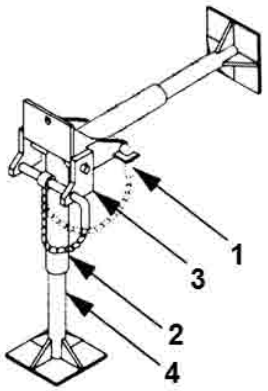

Figure 1. Rear Leveling-Support Jack.
5. Pull out pin (Figure 1, Item 1) that secures rear leveling-support jack (2) in travel position.